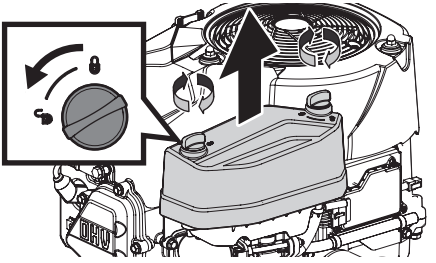

Figure 8
2. Retirez le couvercle du filtre à air (Figure 8).